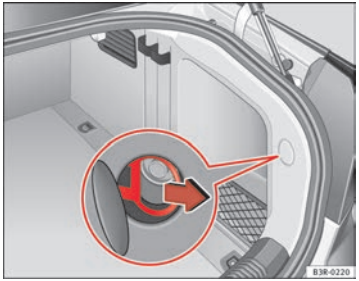

Fig. 166 Luggage compartment: Releasing the fuel tank flap by hand in case of emergency
– Pull the ring to unlock the fuel tank flap ⇒ fig. 166. ■